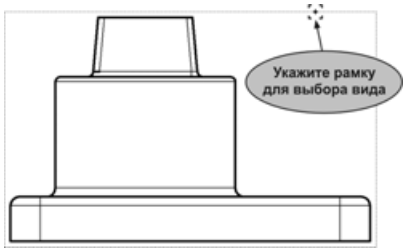

Рис. 3.22
- Укажите мышью на пунктирную габаритную рамку главного вида (рис. 3.22).